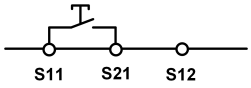

Abb. 6
- Den Startkreis entsprechend der Anwendung gemäß Abb. 6 bzw. Abb. 7 verdrahten.
Verdrahten Sie den Startkreis entsprechend Abb. 6 oder Abb. 7 um das Startverhalten einzustellen.